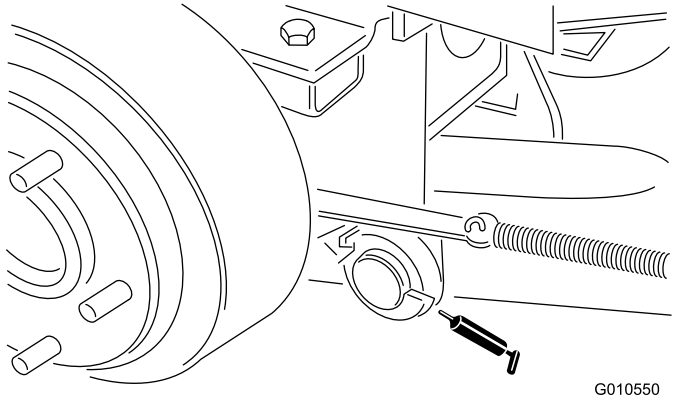

Figur 14
- højre og venstre løftearms drejetapper (Figur 14)